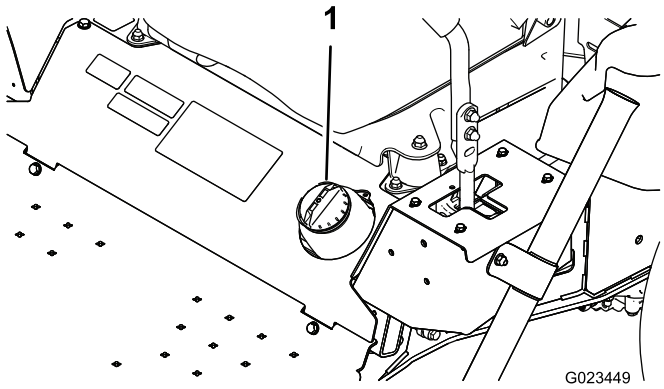

**Figur 17**
1. Rengör området runt tanklocket (Figur 17).